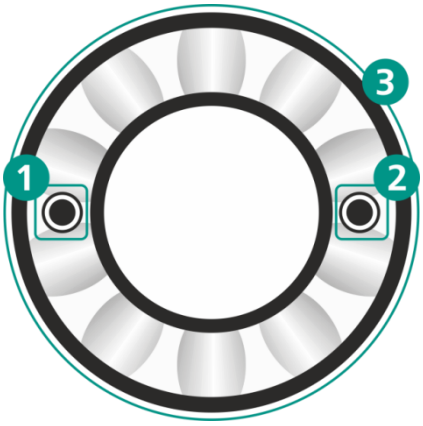
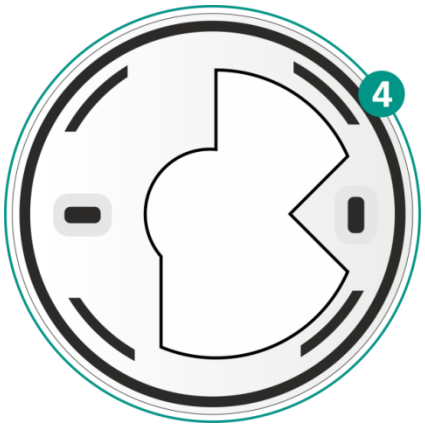

Рис. 2.1. Датчик дыма (вид сверху)
Рис. 2.2. Датчик дыма
1. Вскройте корпус датчика: поверните крышку корпуса (3 на Рис. 2.1) против часовой стрелки, удерживая кронштейн крепления к потолку (4 на Рис. 2.2).
4. Аккуратно снимите крышку корпуса датчика (3 на Рис. 2.1).